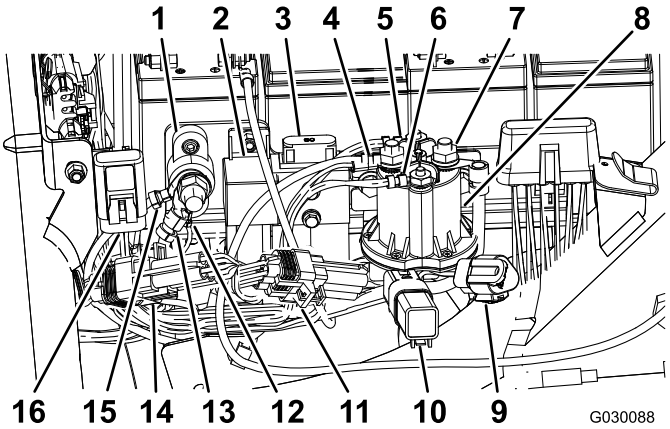

Figur 9
11. Afmonter og bortskaf hætten fra sikringen (10 A, 58 V) som vist i Figur 9.
12. Før terminalen med sikringen (10 A, 58 V) ind i den eksisterende hætte, der er monteret på maskinstellet (Figur 9).
13. Slut e-knivcylindrenes aktiveringsrelæstik (P07) som vist i Figur 9.
14. Slut 90 graders stikket (J07) på kontaktsiden på ledningsnettet til den bageste terminal på afbryderen (48 V DC), og fastgør den til terminalen (Figur 9).
16. Tilslut hovedafbryderens 2 spolestik til afbryderen (48 V DC) som vist i Figur 9.
17. Slut ledningen, der er markeret som "batteriside", og batterifrakoblingsledningen til den forreste terminal på afbryderen (48 V DC) som vist i Figur 9.
19. Tilslut ID-modulet (P08) som vist i Figur 9.
20. Tilslut CAN-interfacemodulet (P10) som vist i Figur 9.
24. Forbind jordklemmens stik (J06 og J08) til motorblokken (Figur 9).